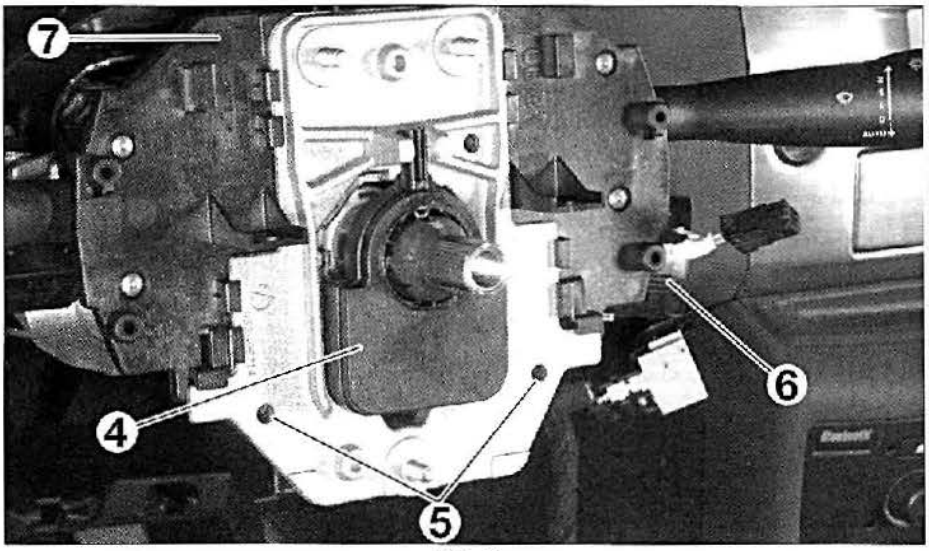

FIG. 5
• Desmontar **(fig. 5)**:
- el captador de ángulo del volante de dirección (4),
- los tornillos (5),
- los mandos debajo volante de dirección (7),
- el antirrobo de dirección (6).